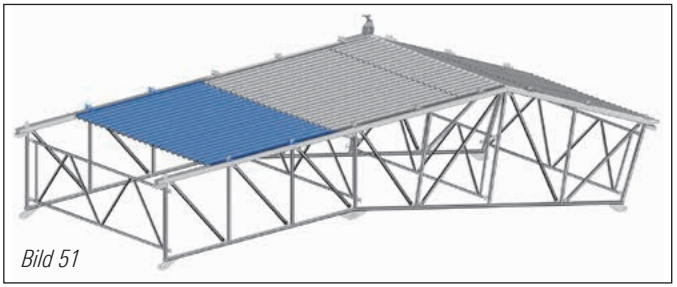

Bild 51
4. Auflegen einer weiteren Dachkassette, Spannplatten und Keile einsetzen. Montage eines weiteren Trägeraussteifers. Festschlagen der Keile an den vorher aufgelegten Dachkassetten (Bild 51)!